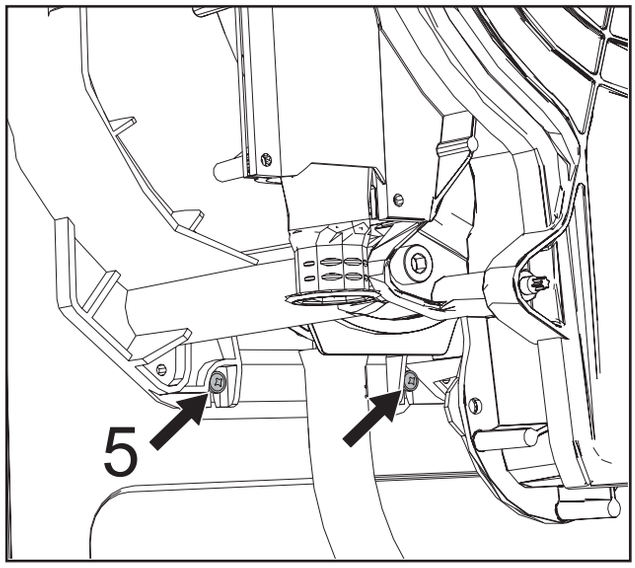

Рис. 49
- Снимите 2 нижних винта «5» крепления теплообменника к раме (рис. 49).